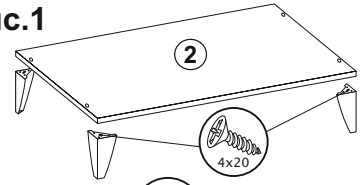

Рис.2
- Если у Вас шкаф на подиуме, то гвоздями 2х20 прибить подпятники к стяжкам (12,13). Соединить стяжки (12,13) еврошурупами и прикрутить подиум к нижней крыше (2) (по центру: 50 мм от каждого края крыши до подиума) с помощью уголков 20х20 и шурупов 4х16 (рис.2).